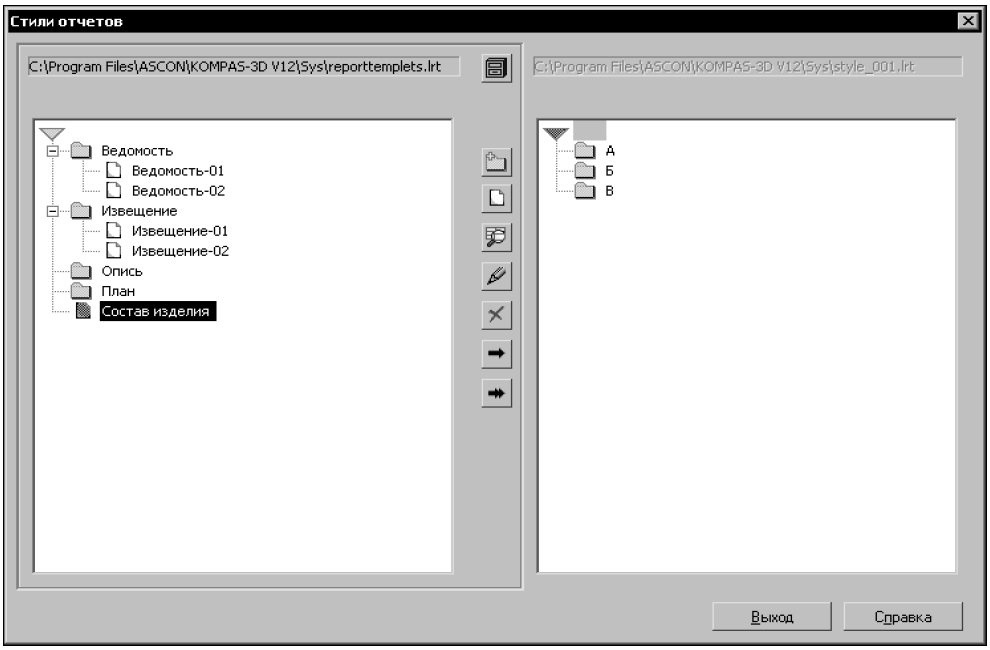

Рис. 151.1. Диалог работы с библиотеками стилей отчетов
На рис. 151.1 показан диалог работы с библиотеками стилей отчетов.
| | **Окно просмотра** | Служит для отображения списка стилей библиотеки.Диалог имеет два окна просмотра, поэтому в нем одновременно могут отображаться списки стилей двух разных библиотек.Активным может быть только одно окно — оно выделено рамкой. Например, на рис. 151.1 активным является левое окно.Активизация производится щелчком мыши в окне.Списки стилей имеют структуру дерева — разделы, подразделы и т.д., содержащие стили. Уровень вложенности разделов не ограничен. Все объекты дерева автоматически сортируются по именам внутри каждого раздела. |
1. Нажмите кнопку **Показать библиотеку** в диалоге работы с библиотеками (рис. 151.1). В появившемся диалоге выбора файлов введите несуществующее имя, нажмите кнопку **Открыть** и подтвердите создание файла. Активное окно диалога работы с библиотеками стилей очистится, так как вновь созданная библиотека пуста.